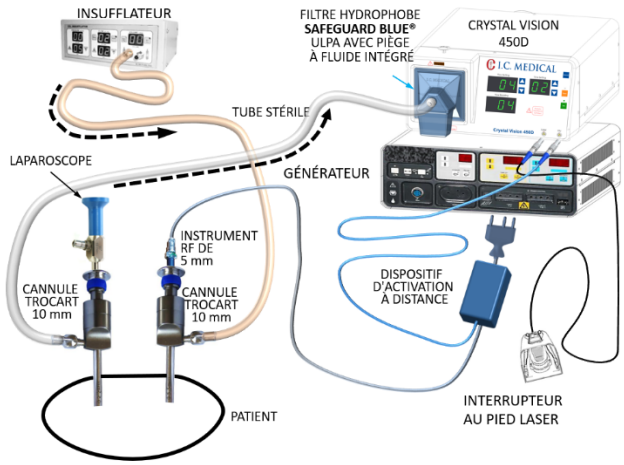

Figure 19 : Configuration laparoscopique lors de l'utilisation de l'ESU et de l'appareil Crystal Vision
5. Le DÉBIT de l'insufflateur doit être réglé sur Maximum et la pression doit être réglée en fonction des besoins du chirurgien. Reportez-vous à la Figure 19.